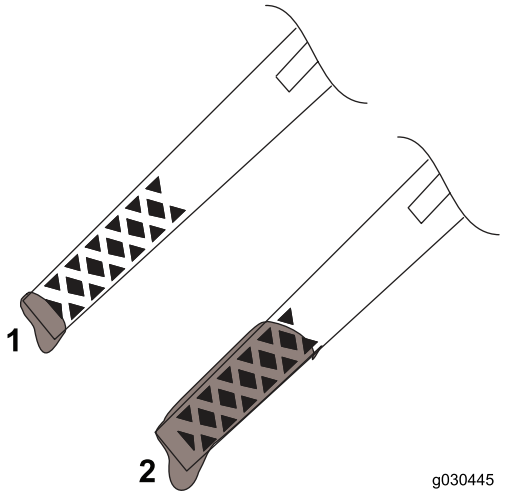

Figura16
- Dacă nivelul de ulei este sub marcajul Add (Adaugă) de pe jojă (Figura16), adăugaţi ulei. Consultaţi Schimbarea uleiului de motor (Pagină 15).
- Dacă nivelul de ulei este deasupra marcajului Full (Plin) (Figura16), scurgeţi excesul de ulei până când nivelul de ulei este la marcajul Full (Plin) de pe jojă; consultaţi (Pagină).